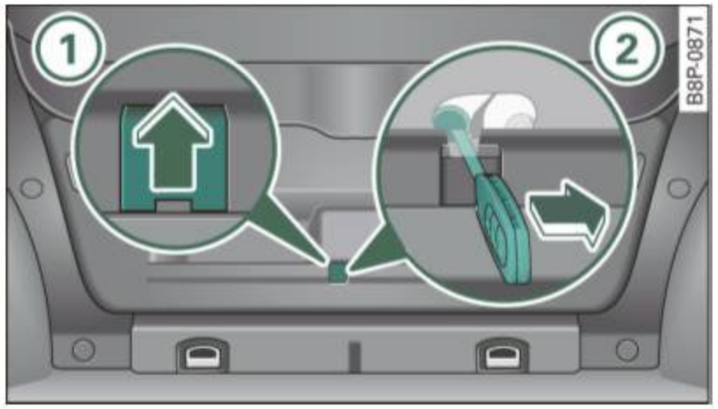

Fig. 33 Rear lid interior section: Emergency release
– Now insert the key bit into the slot in the cover as shown in ⇒ fig. 33 (1) and pry the cover up carefully. ▶
– Place the key in the round opening behind the cover (2) and turn the key in the direction of the arrow. This unlocks the lock and the rear lid opens a crack.